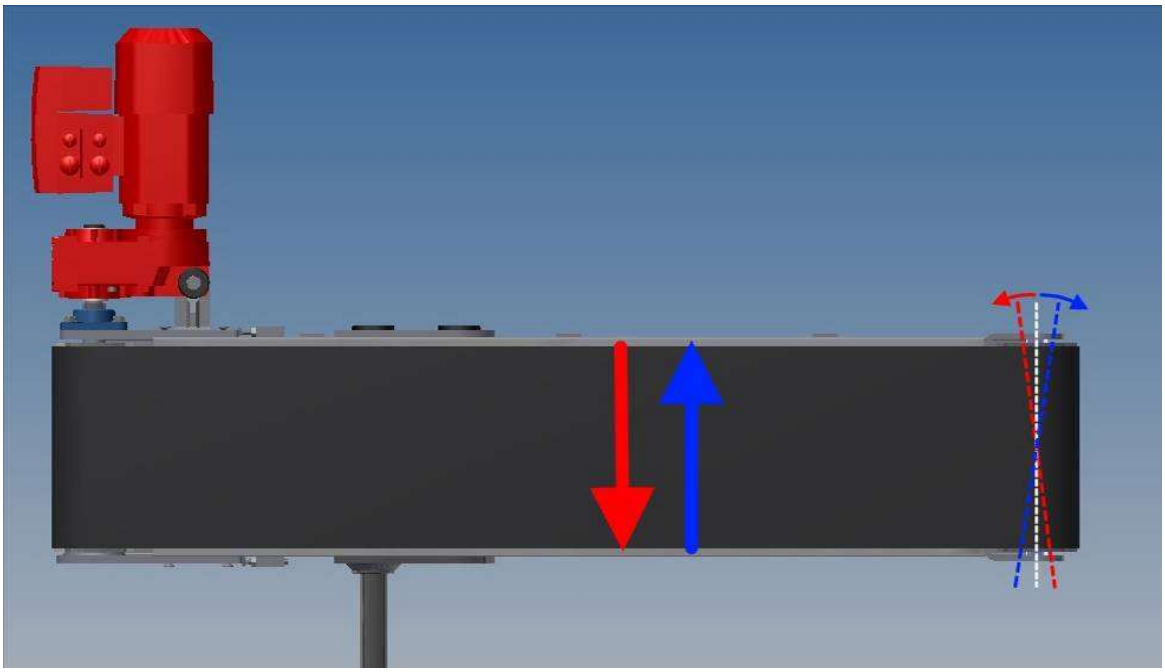

Figura 72: Regolazioni per l'allineamento.
- se il movimento verticale prosegue, effettuare dei piccoli aggiustamenti (anche asimmetrici) sul rullo di rinvio per contrastare tale movimento, agendo come indicato in Figura 72.